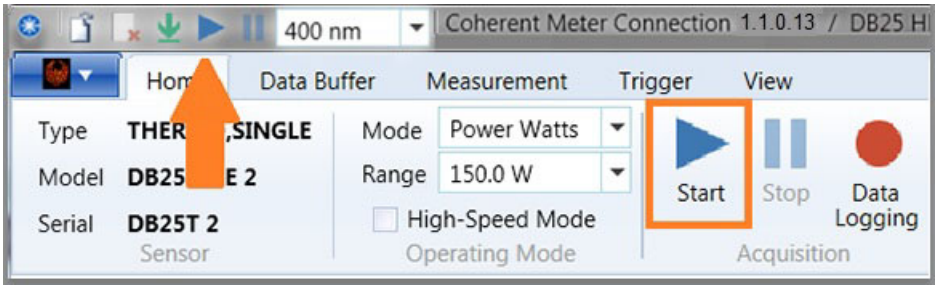

Figure 8-8. Start Data Collection
a.) To begins data collection, press the **Start** icon in the toolbar or the Home tab, shown in Figure 8-8.